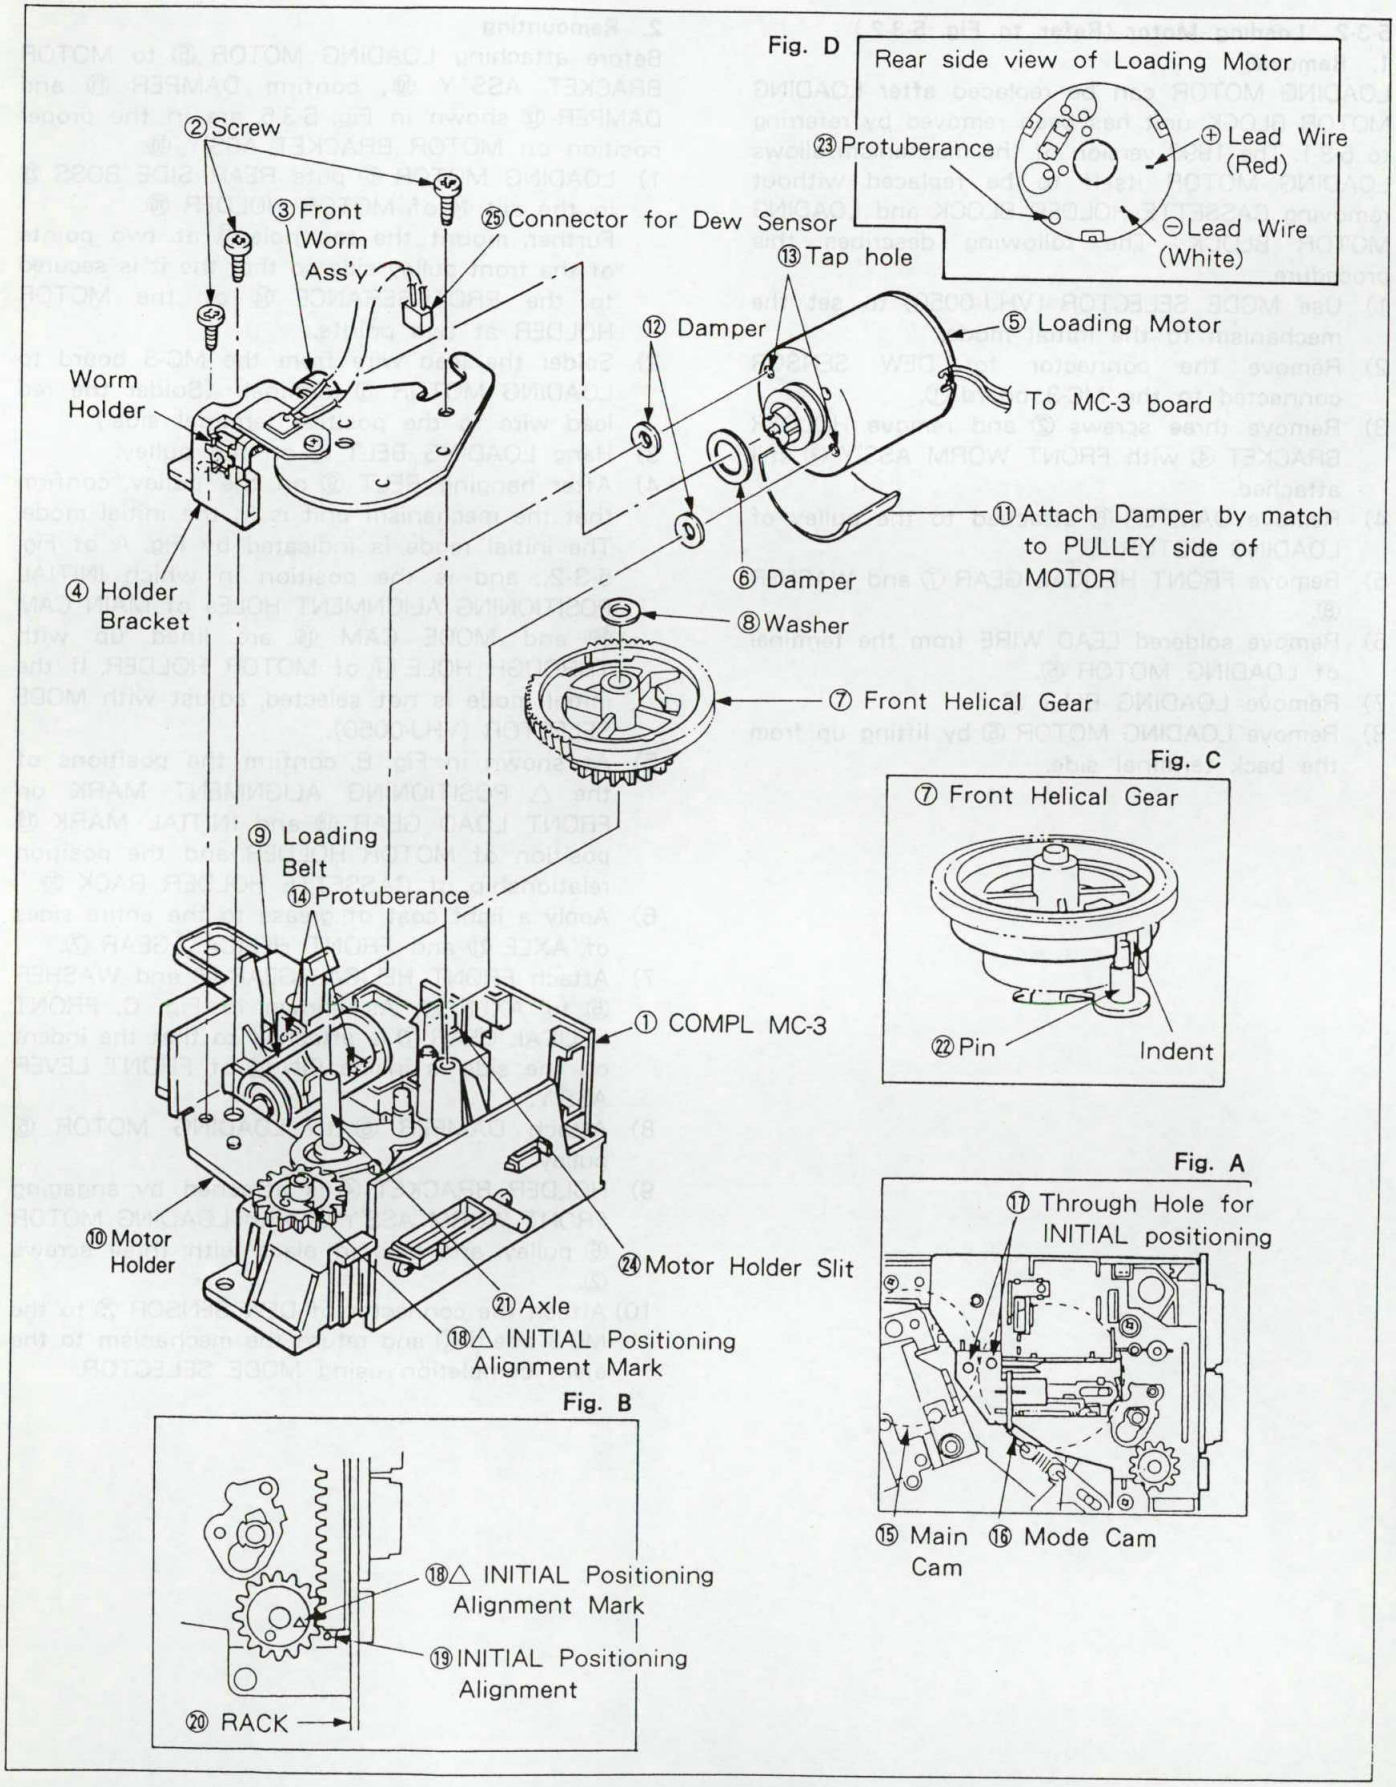

Fig. 5-3-2. Loading Motor
5-3-2. Loading Motor (Refer to Fig. 5-3-2.)
2) Solder the lead wire from the MC-3 board to LOADING MOTOR ⑤ terminal. (Solder the red lead wire to the positive terminal side.)
3) Hang LOADING BELT ⑨ on the pulley.
4) After hanging BELT ⑨ on the pulley, confirm that the mechanism unit is in the initial mode. The initial mode is indicated by Fig. A of Fig. 5-3-2., and is the position in which INITIAL POSITIONING ALIGNMENT HOLEs of MAIN CAM ⑮ and MODE CAM ⑯ are lined up with THROUGH HOLE ⑰ of MOTOR HOLDER. If the initial mode is not selected, adjust with MODE SELECTOR (VHJ-0050).
5) As shown in Fig. B, confirm the positions of the △ POSITIONING ALIGNMENT MARK on FRONT LOAD GEAR ⑱ and INITIAL MARK ⑲ position of MOTOR HOLDER and the position relationship of CASSETTE HOLDER RACK ⑳.
6) Apply a light coat of grease to the entire sides of AXLE ㉑ and FRONT HELICAL GEAR ⑦.
7) Attach FRONT HELICAL GEAR ⑦ and WASHER ⑧ to AXLE ㉑. As shown in Fig. C, FRONT HELICAL GEAR ⑦ is attached so that the indent on the side is inside PIN ㉒ of FRONT LEVER ASS'Y.
8) Attach DAMPER ⑥ to LOADING MOTOR ⑤ pulley.
9) HOLDER BRACKET ④ is attached by engaging FRONT WORM ASS'Y ③ with LOADING MOTOR ⑤ pulley, and held in place with three screws ②.
10) Attach the connector of DEW SENSOR ㉕ to the MC-3 board ① and return the mechanism to the eject completion using MODE SELECTOR.